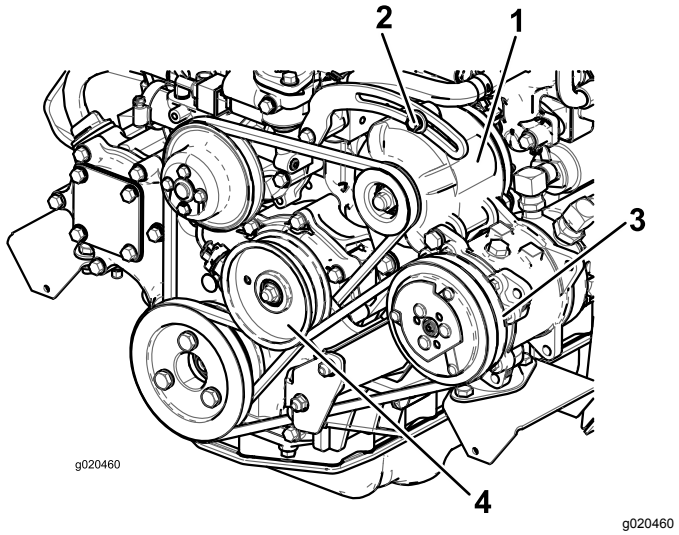

**Figuur 96**
Als de speling geen 10 mm bedraagt, moet u de montagebouten van de wisselstroomdynamo losdraaien (Figuur 96).
2. Als de speling niet correct is (10 mm), moet u de montagebout van de spanpoelie losdraaien (Figuur 96).